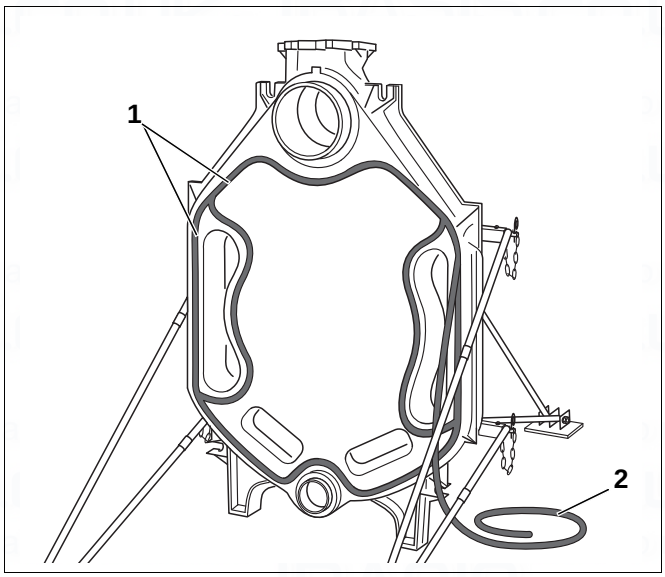

Fig. 16 Inserting packing cord (KM cord)
- Insert the flexible packing cord (KM cord: Fig. 16, [2]) on the front of the rear section, starting around the upper hub, into the packing grooves (Fig. 16, [1]) and press in lightly. At the butt joints, overlap the packing cord by approx. 2 cm and press firmly together.